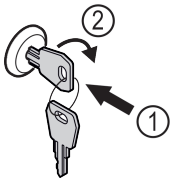

Fig. 104
▶ Introducir la llave *Fig. 104 (1)*.
▶ Girar la llave 90° en sentido horario *Fig. 104 (2)*.